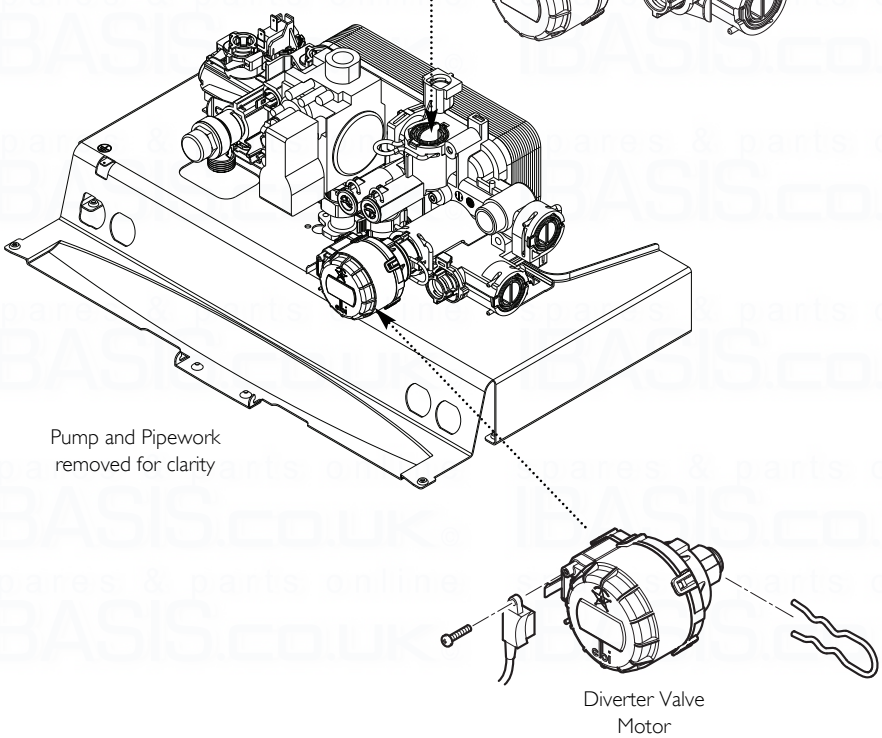

Fig. 96
14.20 Diverter Valve Motor (Fig. 96)